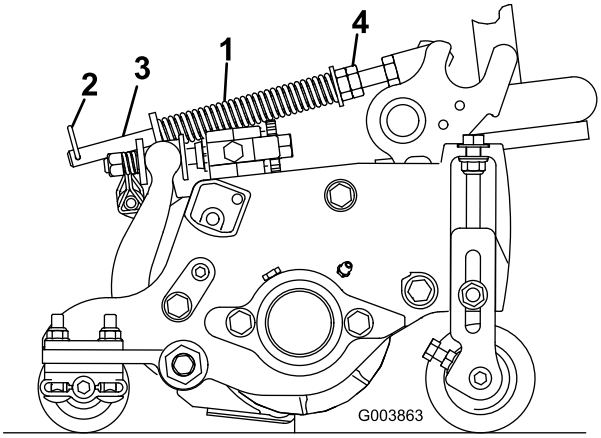

Figuur 15
De gazoncompensatieveer (Figuur 15) zorgt ervoor dat het gewicht van de voorste naar de achterste rol wordt verplaatst. (Dit voorkomt dat er een golfpatroon in de grasmat ontstaat, ook wel bekend als 'bobbing'.)
1. Monteer de borgpen in de achterste opening in de veerstang (Figuur 15).
2. Draai de zeskantige moeren op het voorste uiteinde van de veerstang vast totdat de lengte van de samengedrukte veer 12,7 cm bedraagt op de Reelmaster 5410 met 12,7 cm maaidekken of 15,9 cm op de Reelmaster 5510 en 5610 met 17,8 cm maaidekken (Figuur 15).